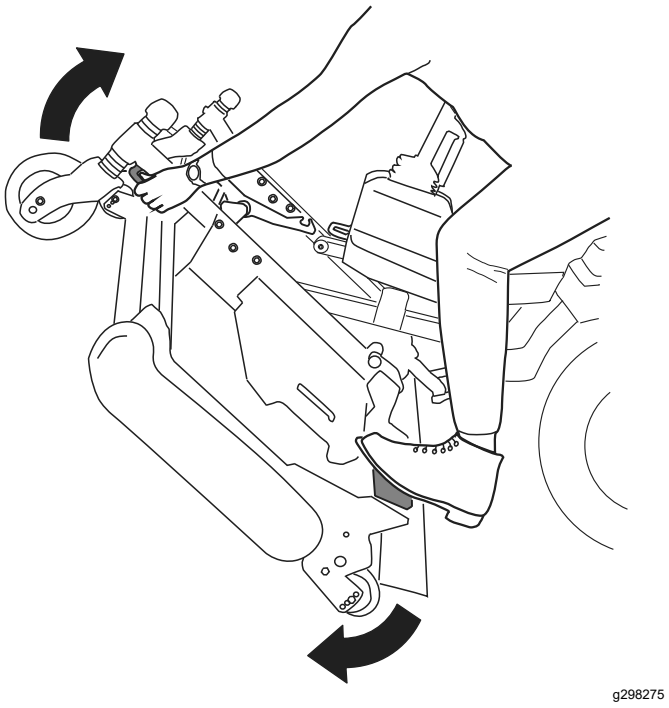

Figur 39
5. Drej klippeenheden (Figur 39), så låsen indkobles i holdebeslaget (Figur 40).
1. Frigør klippeenhedens lås fra holdebeslaget (Figur 41) ved at dreje klippeenheden en smule frem (se Figur 39) og trække låsehåndtaget fremad.